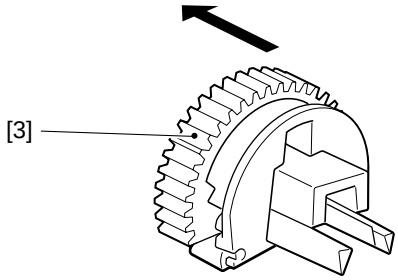

Figure 5-311
2) Detach the rubber [3] from the pick-up roller; see Figure 5-311.